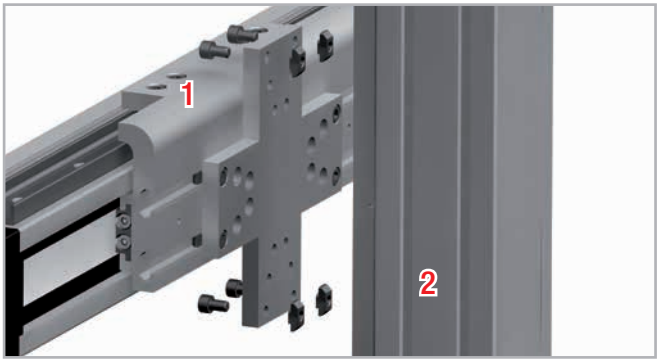

Abb. 97
4. Führen Sie die Schrauben von der anderen Seite der Verbindungsplatte ein (s. Abb. 97).